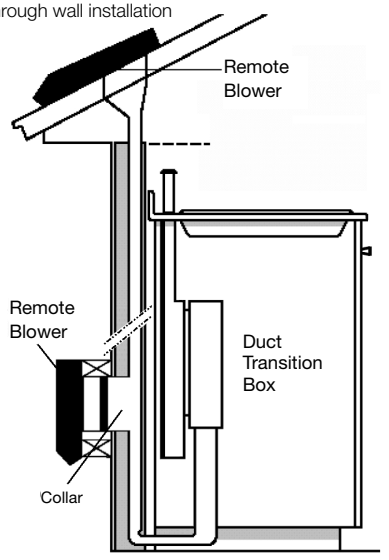

Fig. 3
F. Investigate potential ductwork routes and choose the shortest possible route from the unit to an outside wall or to the roof via an inside wall and attic. For guidance, typical ducting installations are shown in figures 3 through 6. Installation in island locations will require under floor ducting. Peninsula locations usually require ducting laterally through cabinets or under cabinet toe spaces. Consider potential interferences to ductwork from building framing (floor joists, wall studs, etc.) and utilities (electrical wiring, water, gas, or sewer lines, etc).
Figures 3 through 6 are examples of possible ducting